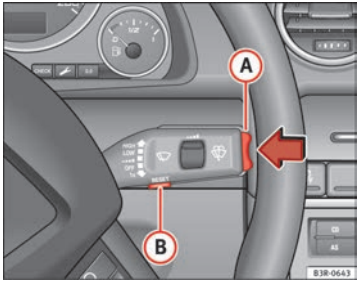

Abb. 60 Scheibenwischerhebel: Bedienelemente des Bordcomputers
Durch Drücken der Reset-Taste (B) ⇒ Abb. 60 kann zwischen den Funktionen 1 und 2 des Bordcomputers umgeschaltet werden.
Durch kurzes Drücken des Funktionswahlschalters oder der Reset-Taste ⇒ Abb. 60 können Sie den Fahrzeitalarm abstellen.
– Drücken Sie oben oder unten auf den Funktionswahlschalter (A) ⇒ Abb. 60. Dadurch werden die Funktionen des Bordcomputers in den jeweiligen Speicherebenen nacheinander angezeigt.